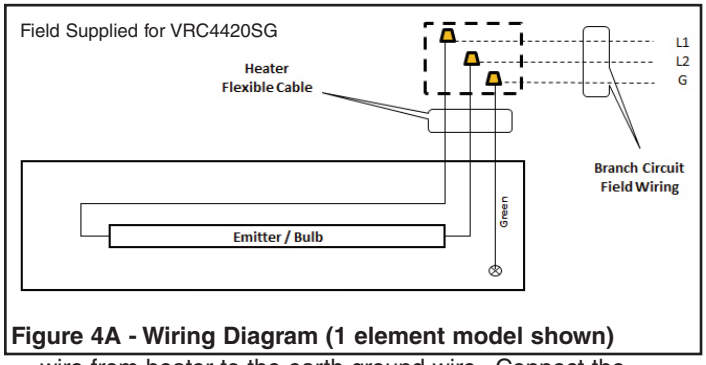

Figure 4A - Wiring Diagram (1 element model shown)
3. After removing the outer jacket, strip approximately ½" of insulation from each wire to assure only the copper wire is within connectors and make all connections using the appropriate sized listed connectors. Connect the green colored wire from heater to the earth ground wire. Connect the remaining two heater wires to the two power wires. To avoid overheating, make sure all connections are tight. See wiring diagram Fig.4A.